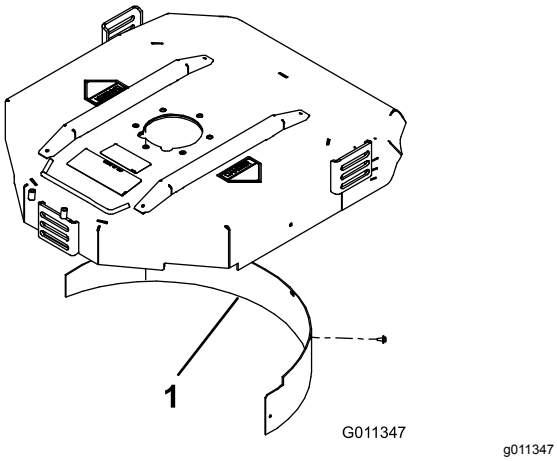

Figur 7
2. Montera samlarskärmen i den bakre öppningen och fäst den med fem huvudskruvar med fläns (Figur 7).